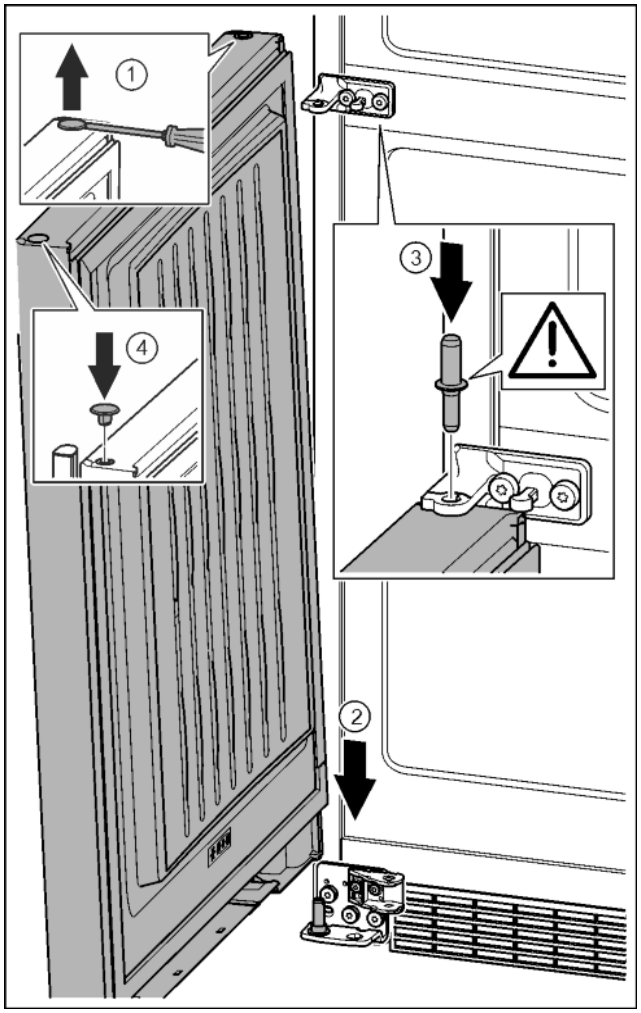

Fig. 38
▶ Stopfen vorsichtig mit einem Schlitzschraubendreher anheben und herausziehen. *Fig. 38 (1)*
▶ Tür von oben auf den unteren Lagerbolzen aufsetzen. *Fig. 38 (2)*
▶ Lagerbolzen Mitte durch Lagerbock Mitte in die untere Tür einsetzen. Dabei darauf achten, dass der Rastnocken nach hinten zeigt. *Fig. 38 (3)*
▶ Stopfen auf der anderen Türseite wieder einsetzen. *Fig. 38 (4)*